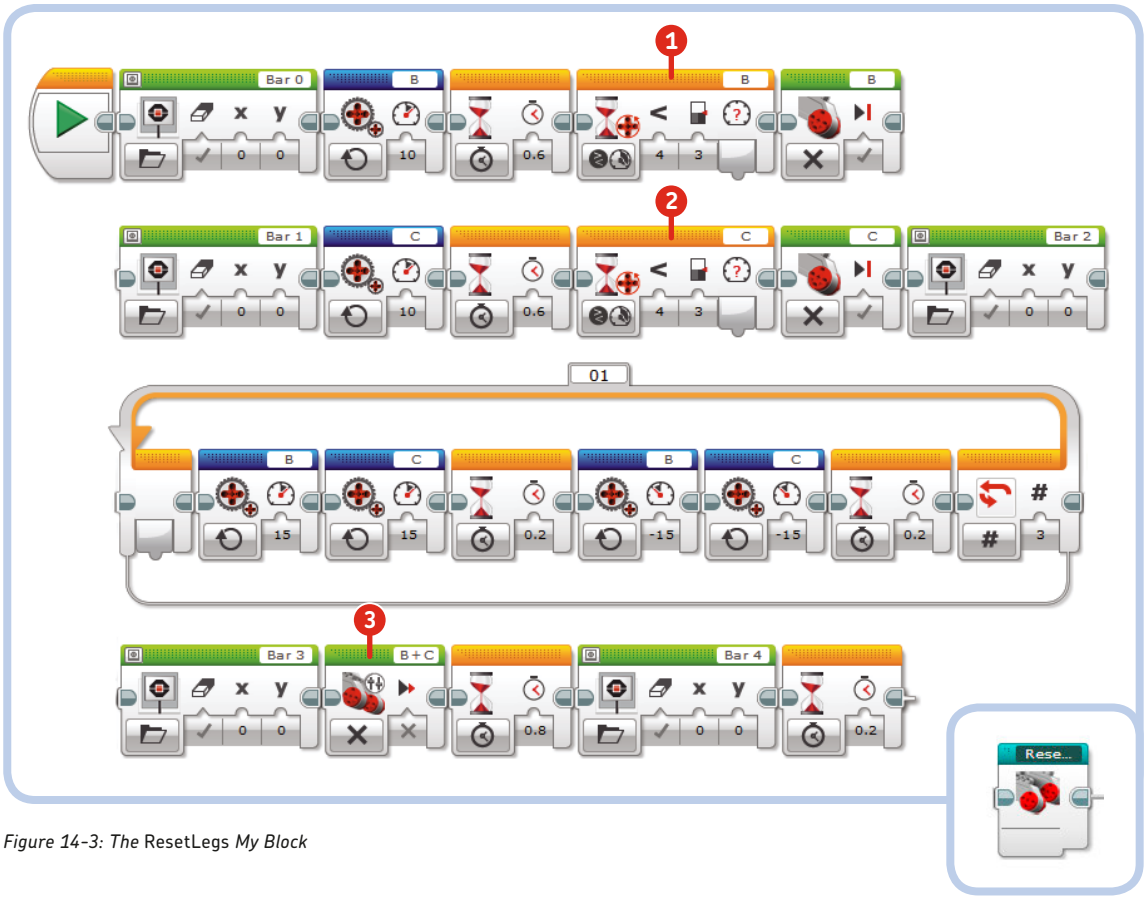

Figure 14-3: The ResetLegs *My Block*
The building instructions in Chapter 13 show all of the robot's front legs touching the ground. For the robot to walk efficiently without wobbling, its front legs must all touch the ground at the beginning of the program and be kept in sync as the robot moves. The *ResetLegs* My Block shown in Figure 14-3 resets the position of the legs so they all touch the ground.
In the *ResetLegs* My Block (Figure 14-3), each Large Motor is run at low speed until a Wait block in **Motor Rotation Compare Current Power** mode (1) and (2) detects a Current Power of less than 3 (meaning that the motor is almost still); at that point, the motor is stopped. Next, to be sure that the legs are touching the ground, the motors are moved back and forth a few times and then left floating by the Move Tank block in **Off** mode with *Brake at End* set to **False** (3). The motors can rotate freely when stopped without the electric brake, and the weight of the robot will level the legs on the ground.